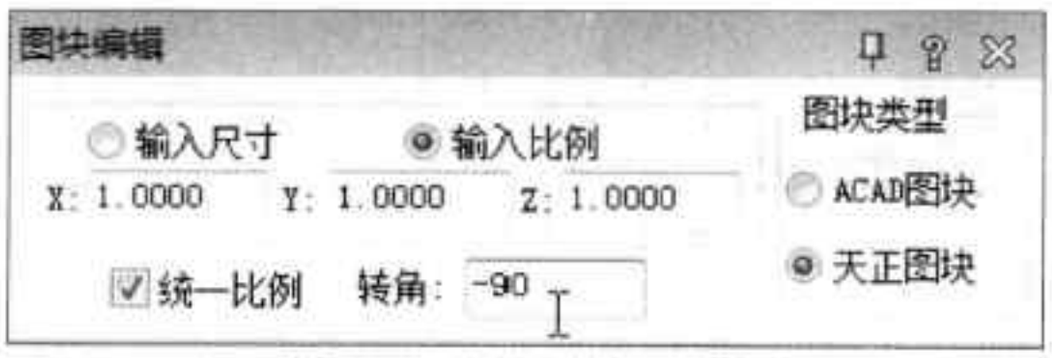

图18-9 设置图块插入方向
Step 09 双击电视机图块，在打开的“图块编辑”对话框中，将“转角”设为“-90”，即可切换该图块的插入方向，如图 18-9 所示。